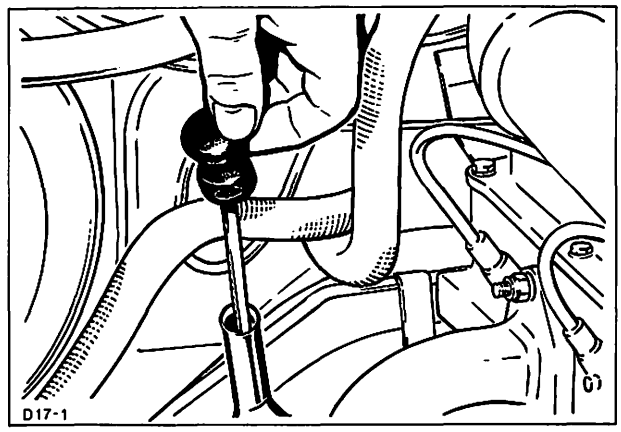

Abb. 9 Ölstandskontrolle Automatik-Getriebe
4. Bei **Leerlaufdrehzahl** des Motors Ölmeßstab herausziehen, Abb. 9, mit einem sauberen Lappen abwischen, wieder einsetzen und nochmals herausziehen. Der Ölstand muß zwischen „Max" und „Min" liegen.